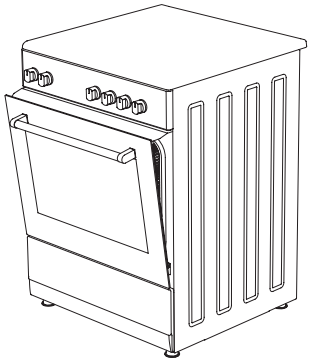

Figura 31
4. Y luego asegure el panel de seguridad entre el horno y la cubierta frontal cerrando suavemente la cubierta. (figura 31)